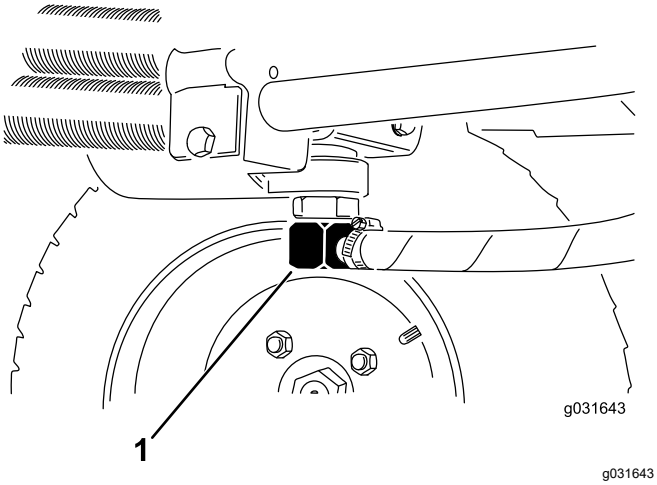
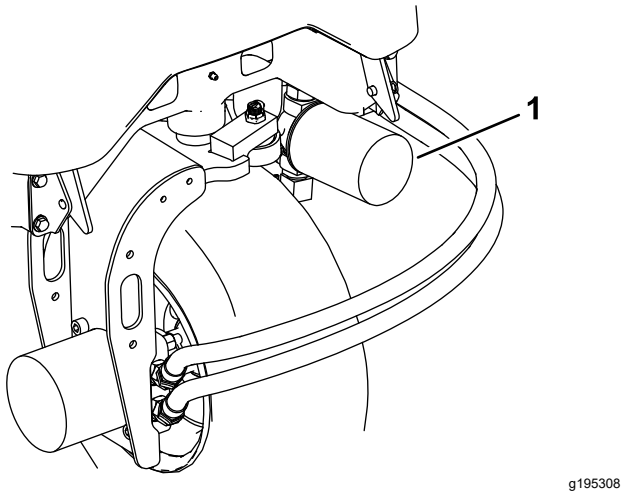

Figur 65
Figur 67
2. Lossa hydraulledningen eller ta bort hydraulfiltret och låt hydraulvätskan rinna ned i ett avtappningskärl (Figur 67 och Figur 65).
3. Sätt tillbaka hydraulledningen när hydraulvätskan har slutat att rinna (Figur 65).
3. Rengör området där filtret ska monteras, placera ett avtappningskärl under filtret och ta bort filtret (Figur 67).